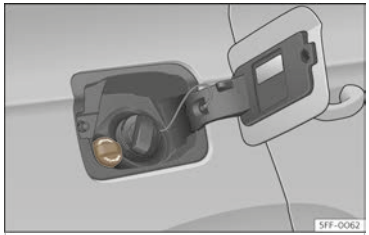

Fig. 213 AdBlue tank cap®.
- Open the tank flap ››› **Fig. 213**.
- Turn the SCR tank cap anti-clockwise ››› **Fig. 213**.